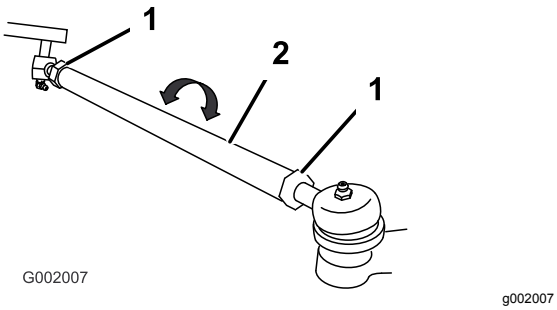

Figur 49
5. Hvis målingen ikke falder inden for de specificerede mål, skal kontramøtrikkerne løsnes i begge ender af forbindelsesstængerne (Figur 49).